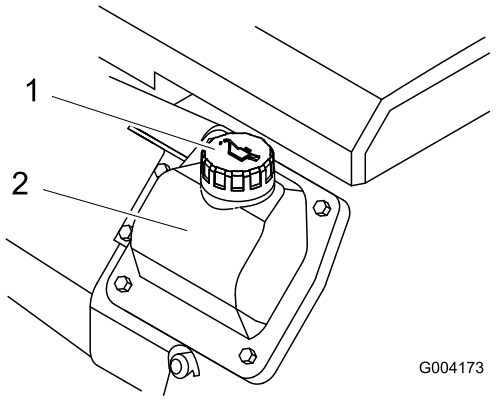

Figuur 16
8. Als het oliepeil te laag is, reinigt u de omgeving van de vulbuis en verwijdert u de dop (Figuur 16).